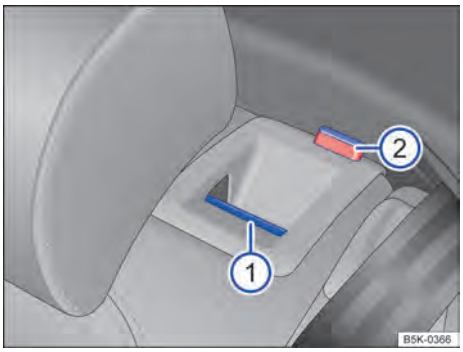

Fig. 68 No encosto do banco traseiro: botão de destravamento.
– Puxar o botão de destravamento → Fig. 68 ① para frente e, ao mesmo tempo, rebater o encosto do banco traseiro para frente.
– A respectiva parte de encosto do banco traseiro estará destravada quando a marcação vermelha → Fig. 68 ② estiver visível.
– A marcação vermelha → Fig. 68 ② não pode mais estar visível.